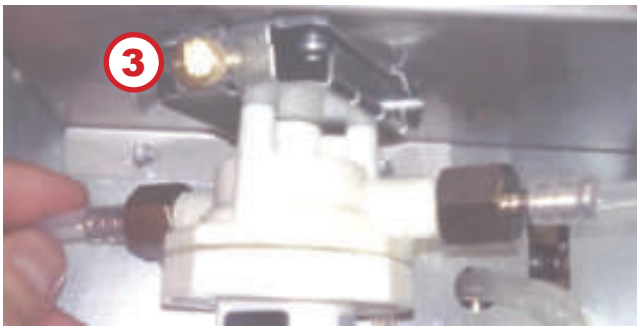

Рисунок 11.6
4. Отверните винт **(3)** (см.рис.11.6).